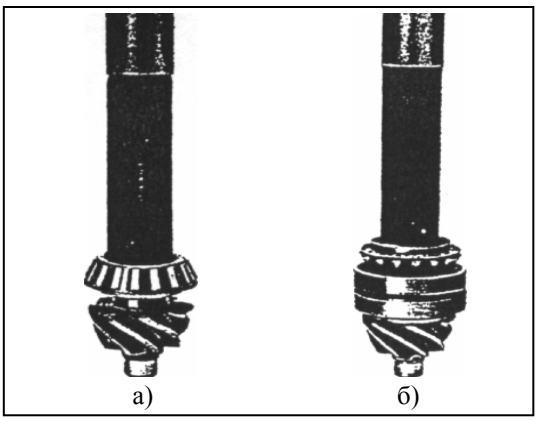

РИС. 327
2) Смажьте и установите внутреннее кольцо заднего радиально-упорного роликового подшипника на хвостовик с помощью оправки 2640 5890 3512 (см. рис.327а). Больший диаметр внутреннего кольца радиально-упорного роликового подшипника должен соприкасаться с зубьями шестерни.
5) Смажьте и установите внутреннее кольцо переднего радиально-упорного роликового подшипника на шестерне и надавите на нее с помощью оправки 2640 5890 3512 (см. рис.327,б).